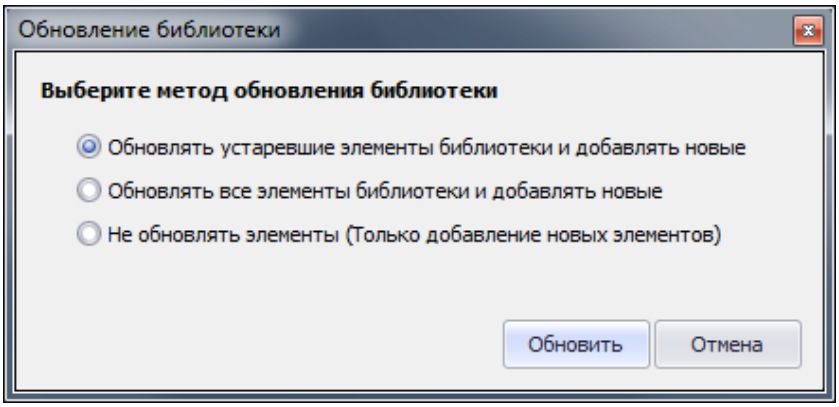

Рис. 111. Сценарии импорта
4. На следующем шаге необходимо выбрать один из трех возможных сценариев импорта, см. Рис. 111.